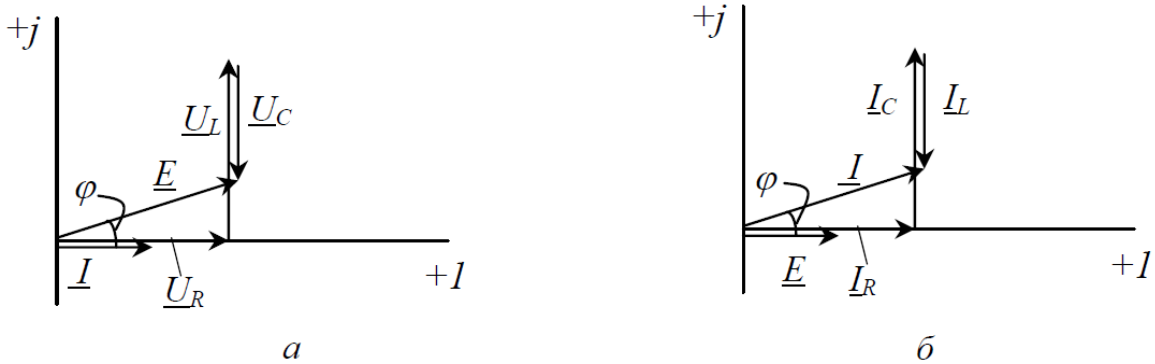

Рис.1
то иллюстрируется векторной диаграммой, приведенной на рис.1,а. Из диаграммы видно, что ток и напряжение на активном сопротивлении совпадают по фазе, на конденсаторе ток опережает напряжение на 90°, а на катушке индуктивности ток, наоборот, отстает от напряжения на 90°.
де I— ток в неразветвленной части цепи (ток на входе); IR, I_C, IL - токи соответственно через резистор, конденсатор и катушку индуктивности. Выражение (3) иллюстрируется векторной диаграммой, приведенной на рис. 1,б. Из нее можно определить, что угол сдвига между входными током и ЭДС равен: